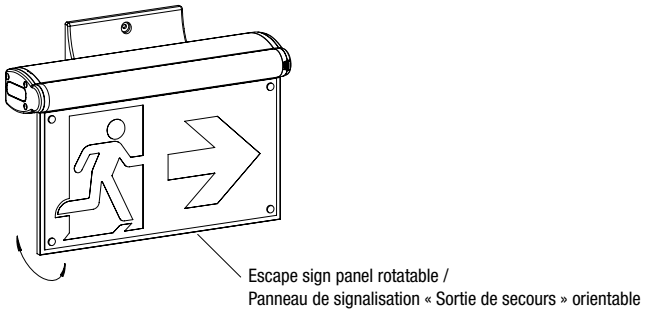

Fig. 9
9. The unit can be installed on slope surface, the escape sign panel is rotatable after installation (See Fig.9).
9. L'appareil peut être installé sur une surface en pente ; le panneau de signalisation d'issue de secours est orientable après installation (voir fig. 9).